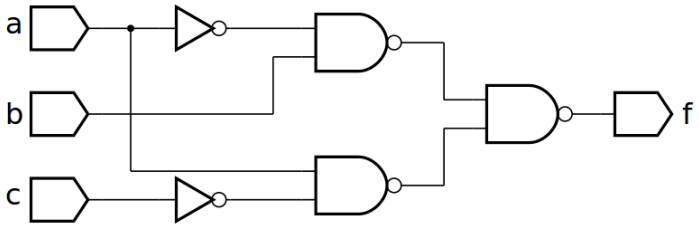
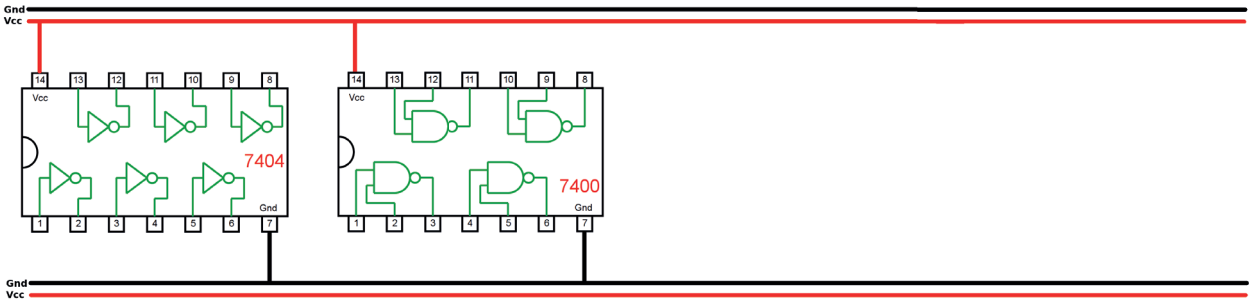

Figura 5.33 – Diagrama esquemático.
Figura 5.34 – Disposição dos componentes (TTL) para a placa de montagem.
1. Complete as ligações na figura 5.34 ou 5.35 de acordo com a figura 5.33.
5. Utilize um programa de simulação em computador (SmartSim, Atanua, Qucs) faça a simulação do circuito da figura 5.33. Compare os resultados com a tabela 5.15.
6. Escreva a equação booleana do circuito da figura 5.33 e simule no programa para o Arduíno.